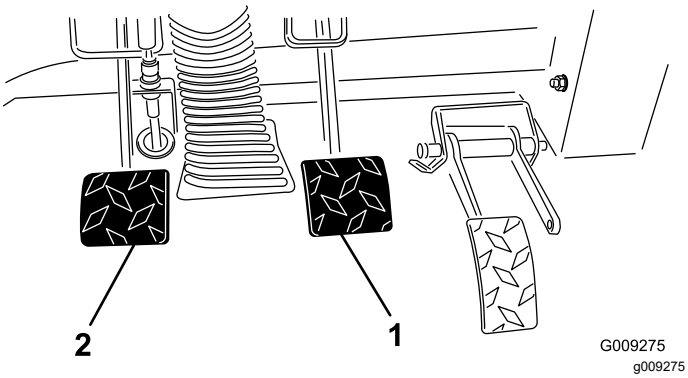

Figura 55
2. Tire hacia arriba del pedal de freno (Figura 55) hasta que entre en contacto con el bastidor.